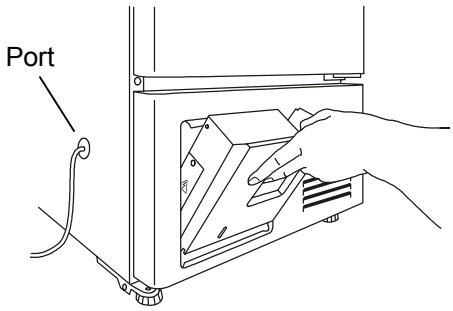

Fig. 3
3. Remove the cap on the port for taking out the recorder sensor and take out the recorder sensor. Then set the temperature recorder with recorder fixing to the space for temperature recorder. [Fig. 3]